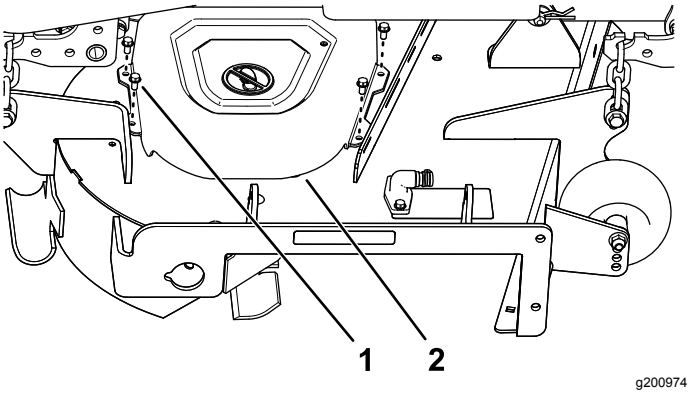

Bild 7
3. Nehmen Sie die vier Schrauben (¼" x ½") ab, mit der die rechte Riemenabdeckung befestigt ist, und nehmen Sie die Riemenabdeckung ab (Bild 7).